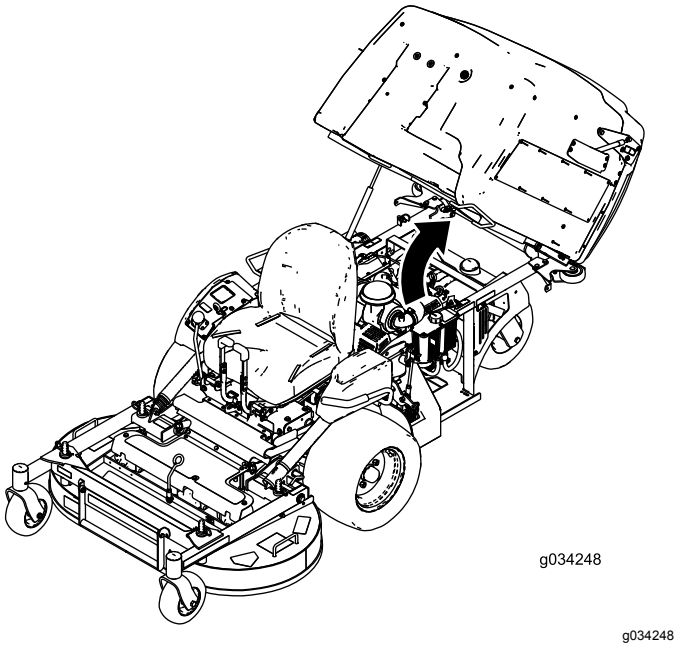

**Figuur 30**
2. Zet de hopper omhoog (Figuur 30).